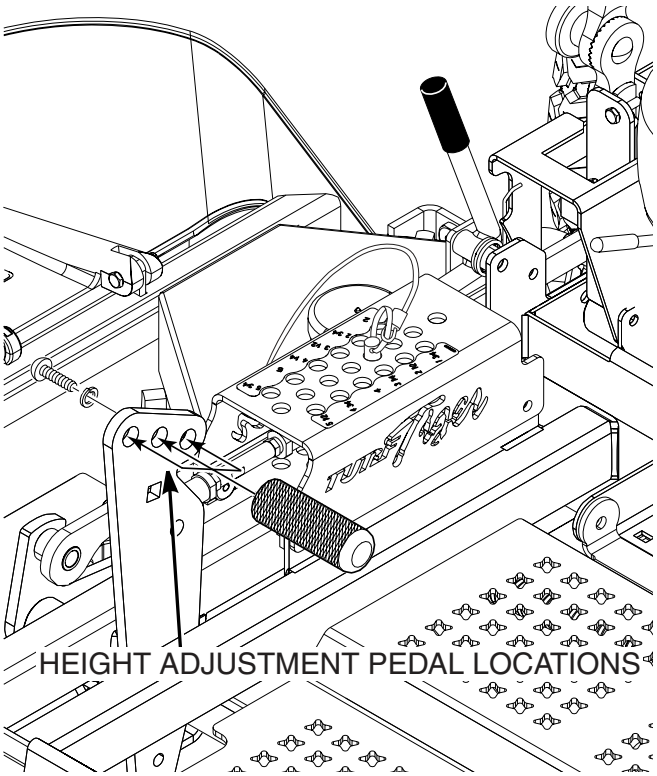

Figure 4-11. Height Adjust Pedal Locations
3. The height adjust pedal can be located in three (3) different positions for operator comfort and control. See Figure 4-11.